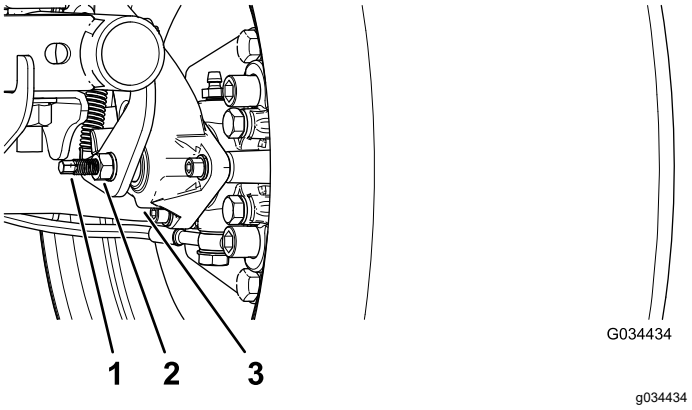

Figur 53
3. Brug to skruenøgler til at holde justeringstappen på kaliberen på plads med én skruenøgle, og løsn kontramøtrikken ¼ omgang med den anden nøgle (Figur 53).
4. Mens du holder justeringstappen og kontramøtrikken på plads, skal du dreje justeringstappen ind for at stramme (Figur 53).
5. Mens du holder justeringstappen og kontramøtrikken på plads, skal du skrue ¼ omgang ud (Figur 53).
6. Mens du holder justeringstappen og kontramøtrikken på plads, skal du stramme kontramøtrikken (Figur 53).